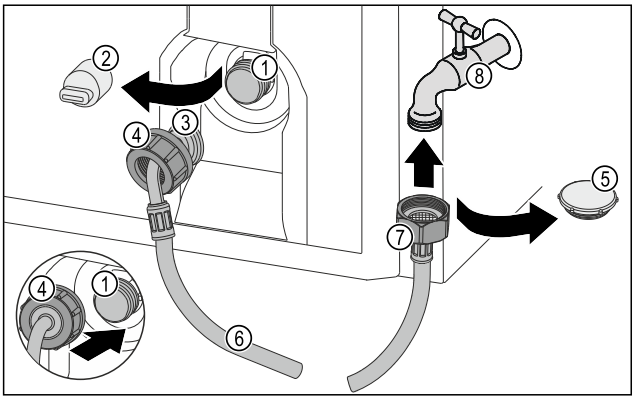

Fig. 47
- ▶ Noņemiet noslēgvāciņu *Fig. 47 (5)*.
- ▶ Pielieciet taisno šļūtenes galu *Fig. 47 (7)* pie ūdens krāna *Fig. 47 (8)*.
- ▶ Pievelciet taisnā šļūtenes gala *Fig. 47 (7)* uzgriezni pulksteņrādītāja kustības virzienā.